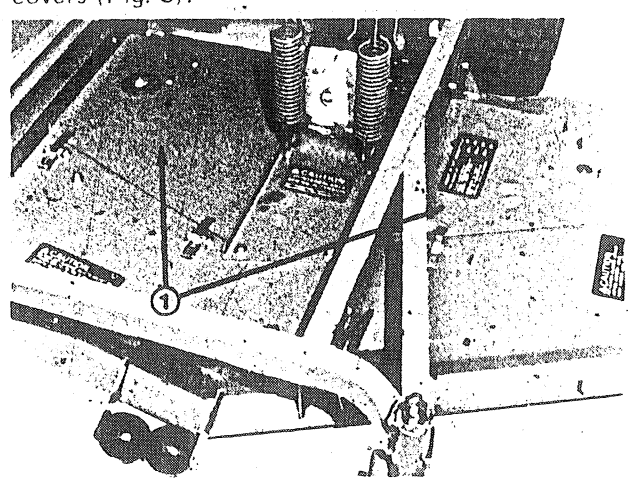

Figure 3
1. Release and unhook latches securing center and left covers to top of cutting unit. Remove covers (Fig. 3).